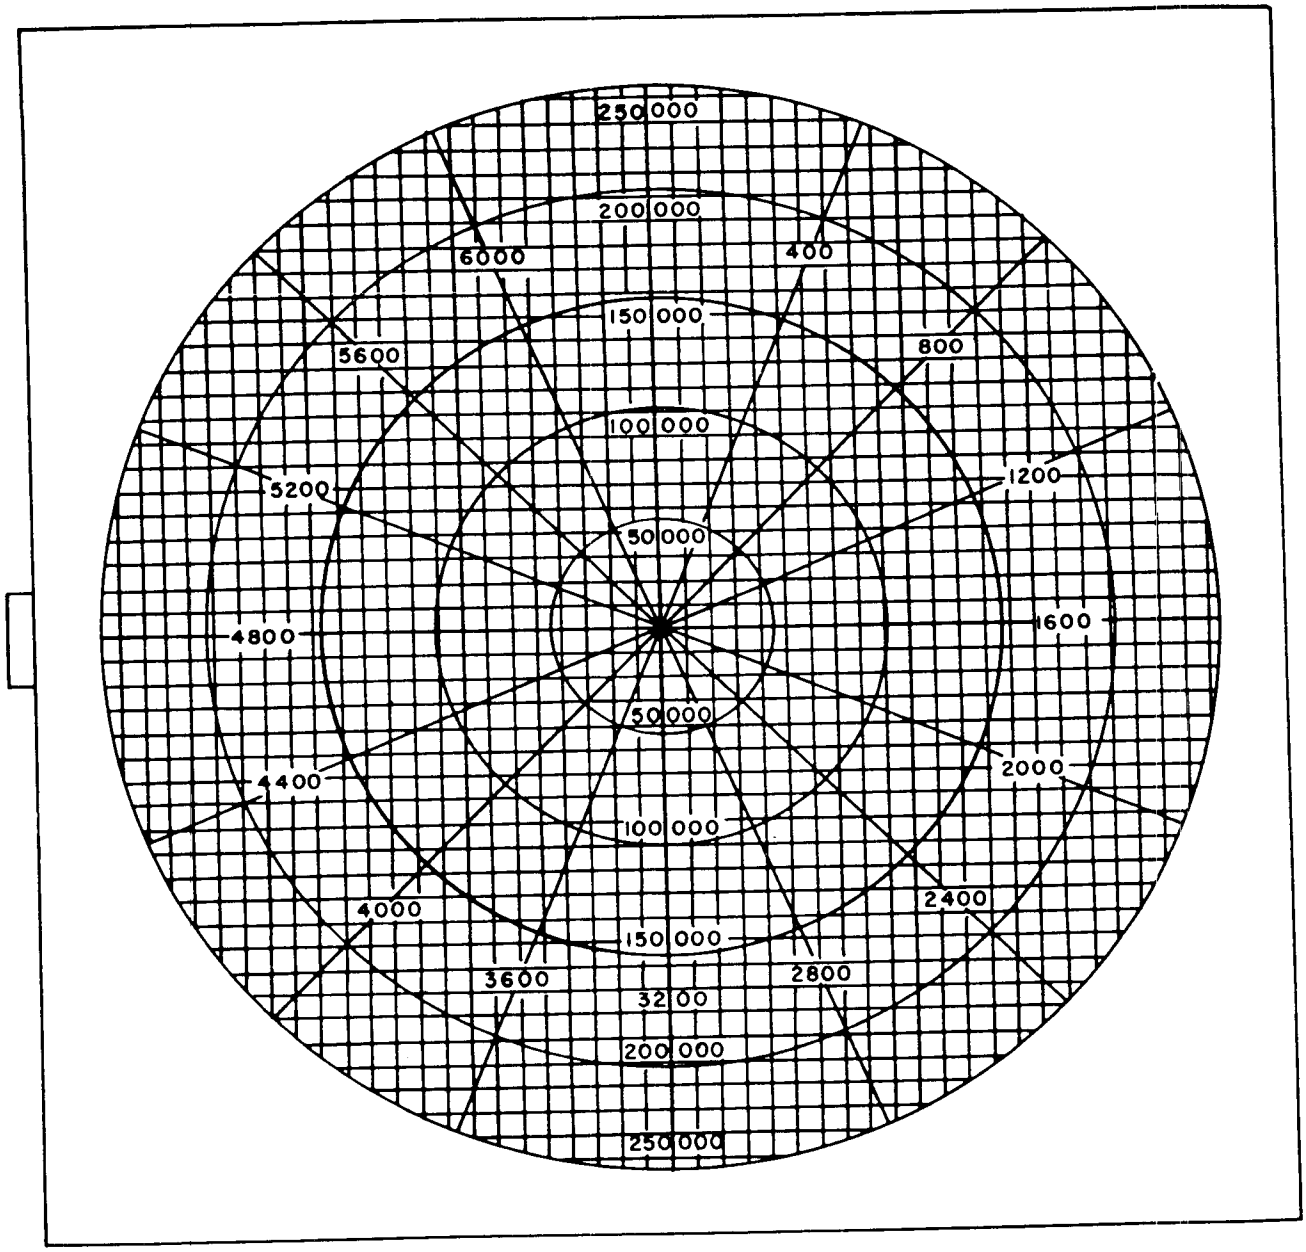

*Figure 19. Early warning plotting board.*
*f. Early Warning Plotting Board* (fig. 19). This plotting board, mounted on the roadside wall above the battery control junction box, provides facilities for manually plotting early warning information. China marking pencils are used for plotting.